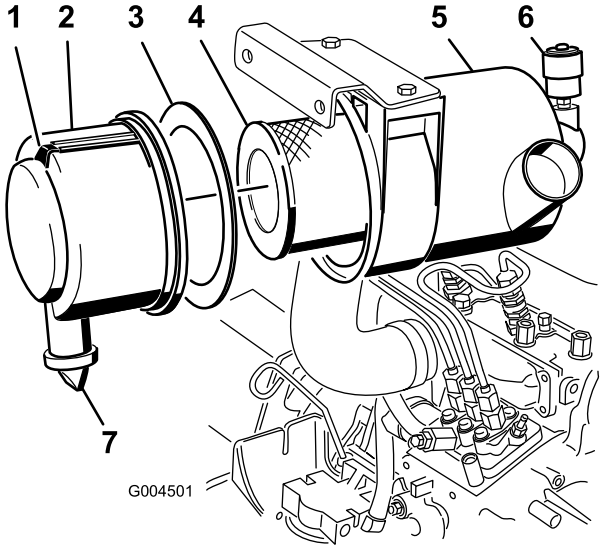

Figuur 42
- Geef het luchtfilter een onderhoudsbeurt wanneer de luchtfilterindicator (Figuur 42) rood is, of om de 400 uur (vaker in uiterst stoffige of vuile omstandigheden). Geef het luchtfilter niet te vaak een onderhoudsbeurt.
1. Trek de vergrendeling naar buiten en draai het luchtfilterdeksel linksom (Figuur 42).
2. Verwijder het deksel van de luchtfilterbehuizing (Figuur 42).
4. Verwijder en vervang het voorfilter (Figuur 42).
6. Controleer of de schuimrubberen pakking in het deksel op zijn plaats zit en niet gescheurd of beschadigd is (Figuur 42). Indien de pakking is beschadigd, moet u deze vervangen.
A. Verwijder de rubberen uitlaatklep van het deksel (Figuur 42).
10. Stel de indicator (Figuur 42) opnieuw in als deze rood is.